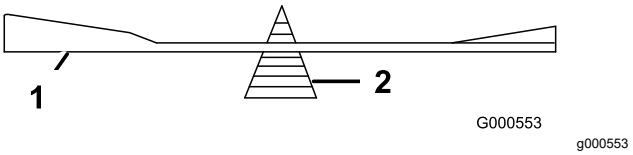

Figuur 107
2. Controleer de balans van het mes met een mesbalans (Figuur 107).